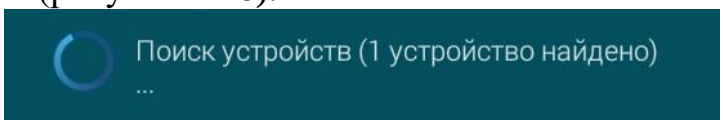

Рисунок 2.16
4) Нажать кнопку «Поиск устройств», после чего начнётся автоматический поиск (рисунок 2.16).